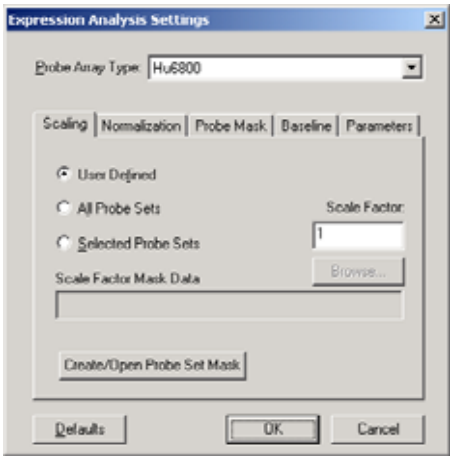

Figure E.5
⇒ The Expression Analysis Settings dialog box appears **(Figure E.5)**.
- Click the Scaling tab in the Expression Analysis Settings dialog box **(Figure E.5)**.